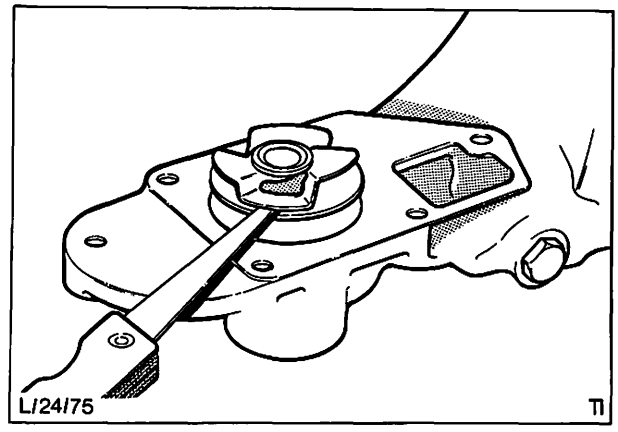

Abb. 41 Spiel (1,0 mm) zwischen Pumpenradflügel und Pumpengehäuse mit einer Fühlerlehre ermitteln
5. Pumpenrad zur Pumpenwelle ausrichten und Pumpenrad so weit auf die Pumpenwelle pressen, bis zwischen Pumpenradflügeln und Pumpengehäuse ein Spiel von 1,0 mm erreicht ist, Abb. 41.